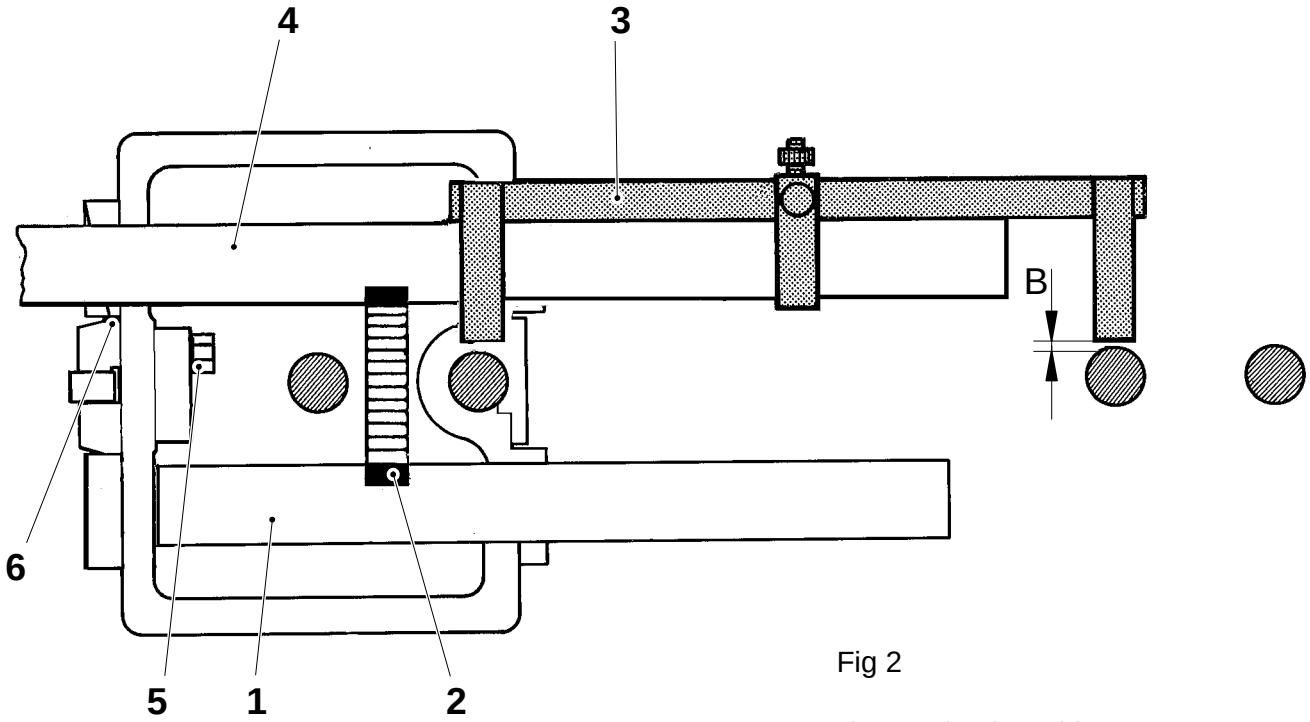

Fig 2
e) Shift the template (3) to the carrier (4) on the pressure jaw side, see fig 2.
f) Measure gap B by means of the template (3) and a feeler gauge, record the result. Gaps A and B are to be the same within 0.1 mm. If not, adjust by loosening the upper and lower screws (5), and altering the thickness of the shimming (6). (Altering the shimming by 0.1 mm, changes the symmetry gaps A and B by approximately 0.15 mm).
g) Retighten the screws (5) and double-check the symmetry gaps A and B.